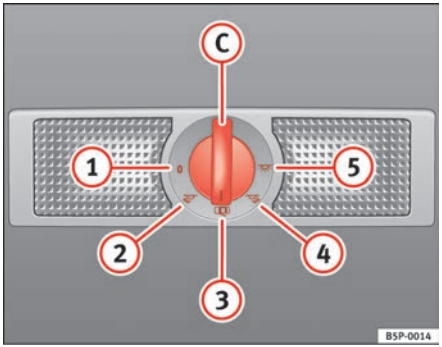

Fig. 82 Interior roof trim: rear interior lights and reading lights.
The switch ⇒ fig. 82 (C) is used to select the following positions:
In switch position ⇒ fig. 82 (1), the interior and reading lights are switched off.